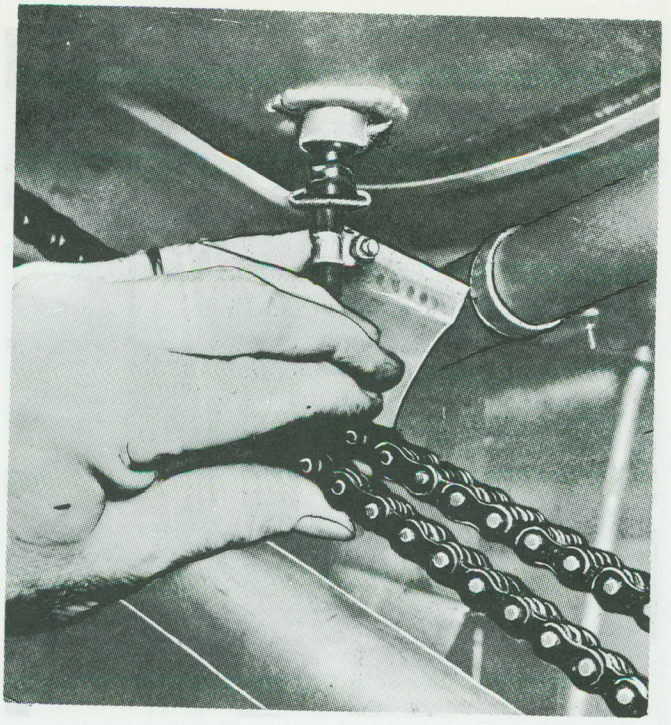

Figure 2-74 Chain Tension Check
(4) The tension on the retract chains should be about 40 pounds. To set tension, tighten or loosen both adjusting bolts on chain by the same amount. Adjust chain so it does not slap slide tube during operation. This tension can be approximated by grasping retract chain at about the centre and squeezing with thumb and forefinger (Figure 2-74). If chain can just be squeezed together, tension is satisfactory.
(5) Recheck slide measurements for synchronization.